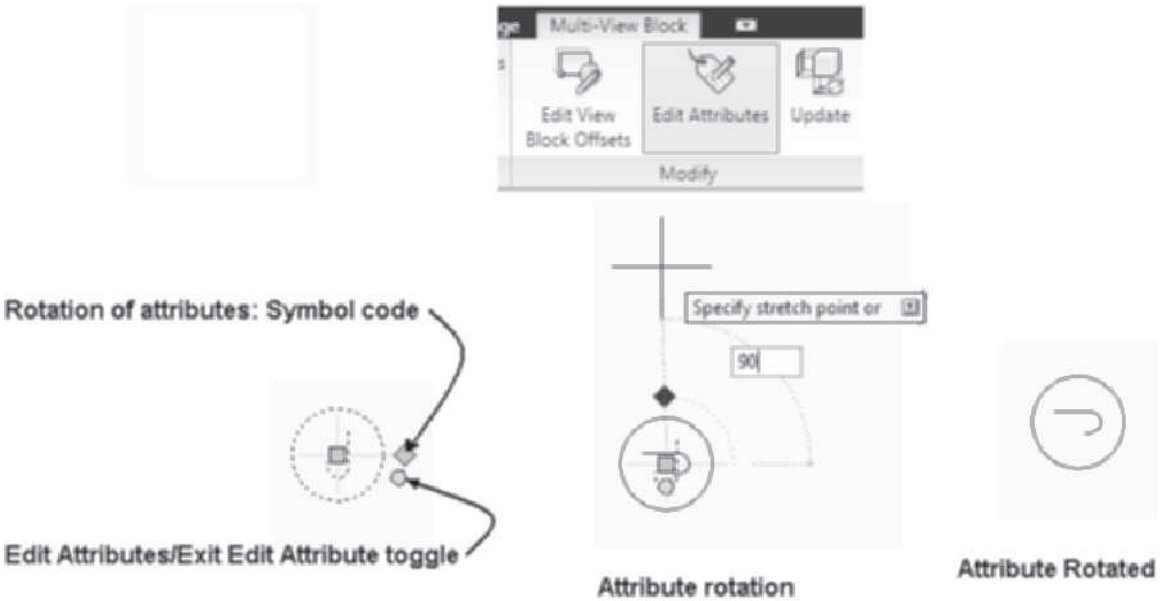

FIGURE 10.21 *Editing the orientations of attributes in the workspace*
3. Select the Location or Rotation grips and move the cursor to display the dynamic dimensions as shown in Figure 10.21.
4. Press TAB to specify a horizontal or vertical dimension for edit as shown in Figure 10.21 and overtype the desired distance for edit.